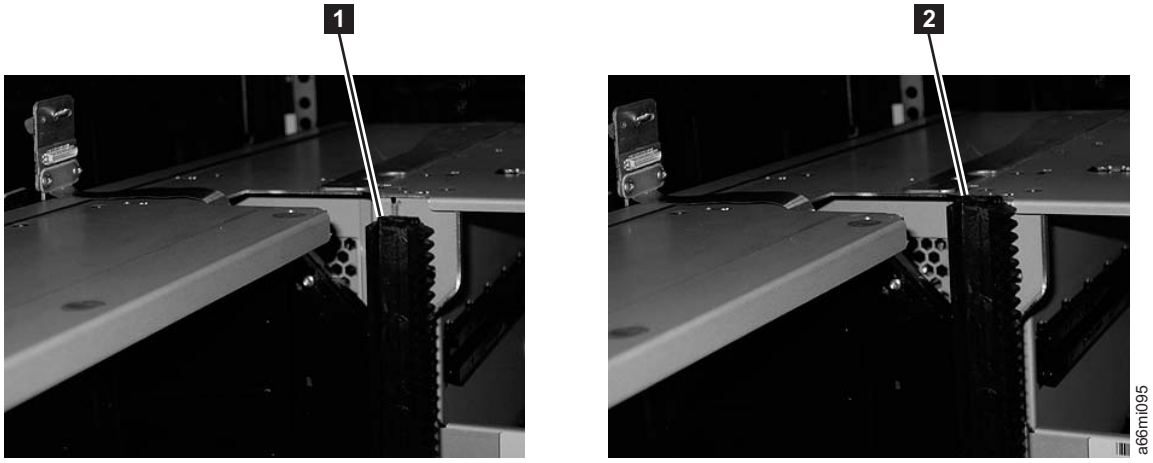

Figure 7-9. Gear racks (down and up)
1. Ensure that the front and rear gear racks are in the upper position (see 2 in Figure 7-9).